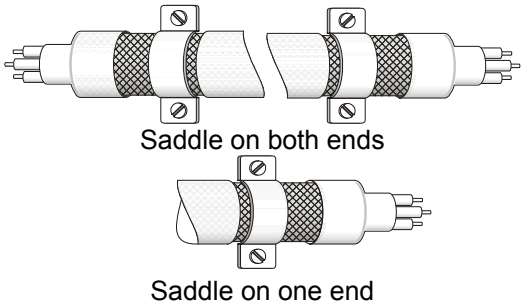

Figure 2
- The connection of the cable with shielding and the metal plate must be correct, use saddle and metal plate to fix the shielding on both ends of the motor cable. Please refer to Figure 2 for correct connection.